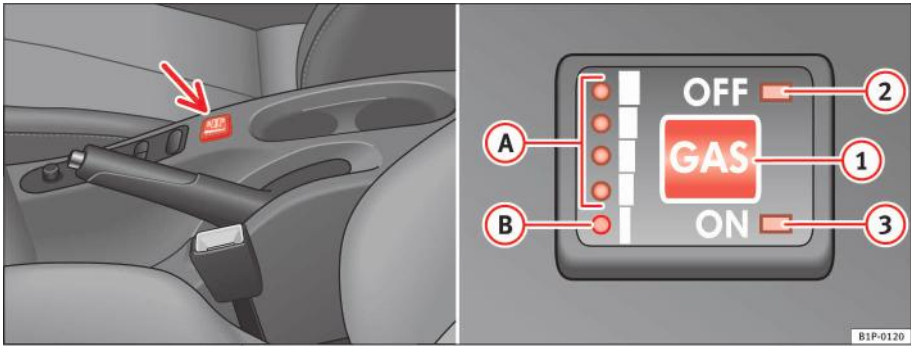

Fig. 117 Consola centrală: lămpile de avertizare şi comutatorul sistemului de gaz.
Este posibilă comutarea de la GPL la benzină cu motorul în funcțiune, chiar şi cu automobilul în mişcare, prin apăsarea butonului GAS (gaz) ⇒ fig. 117 ①. Modul de funcționare selectat este indicat de lămpile **OFF** (dezactivat) ② (funcționare pe benzină) şi **ON** (activat) ③ (funcționare pe GPL).